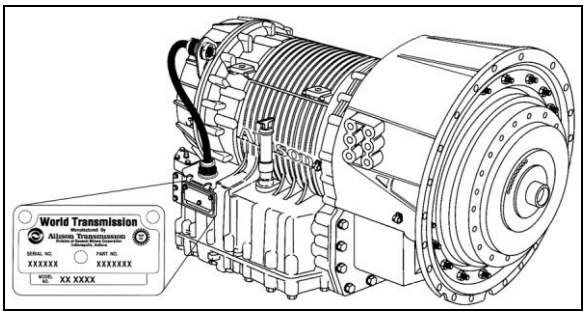
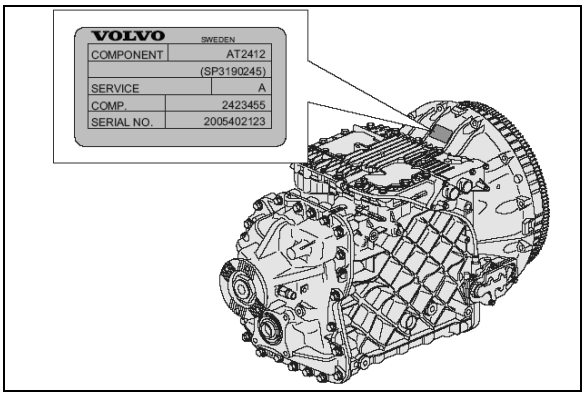

**FIGURE 2: ALLISON TRANSMISSION** 07076
**FIGURE 3: I-SHIFT TRANSMISSION**
The transmission identification plate is located on the oil level dipstick side of the transmission (WT) or on transmission (I-Shift) (Figure 2 & Figure 3). The identification plate shows the transmission serial number, part number (assembly number), and model number. Use all three numbers when ordering parts.